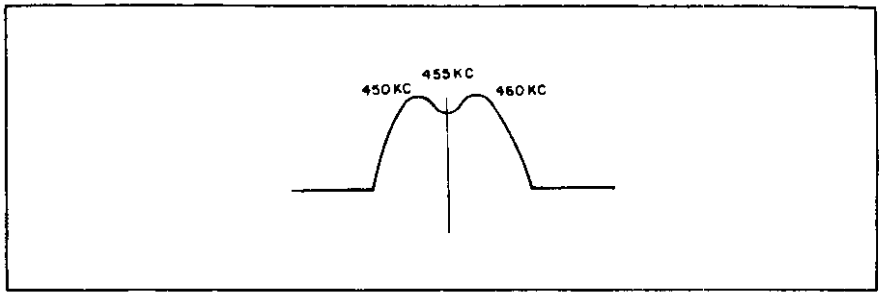

Figure 6. Alignment Waveform.
1. 455-KC IF Alignment. - Connect sweep generator horizontal output to horizontal connection on oscilloscope. Connect RF output from the sweep generator to pin 1 of V4. Set sweep generator frequency to 455 KC. Connect probe from vertical connection on oscilloscope to pin 9 of V6. Adjust alignment points A (T3 secondary) and B (T3 primary) until the signal on the oscilloscope is the same as that shown in figure 6.
Move the sweep generator to pin 2 of V3. Adjust alignment points C (T2 secondary) and D (T2 primary) for a symmetrical signal the same as shown in figure 6.
2. 10.7 MC IF Alignment. - Reset the sweep generator to exactly 10.7 MC and connect the RF output from the sweep generator to pin 2 of V2. The signal presentation on the oscilloscope will resemble that shown in figure 6, except it will be centered around 10.7 MC. Adjust alignment points E (T1 secondary) and F (T1 primary) until the scope presentation is symmetrical and the 10.7-MC marker is exactly centered.